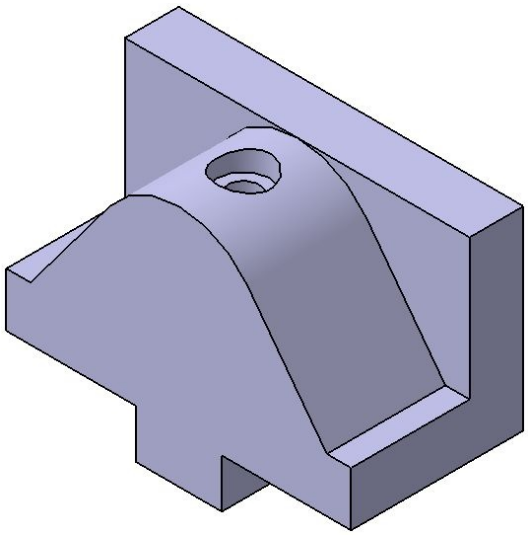

Figure 7-47 *The model after creating the counterbore hole*
9. Choose the **OK** button from the **Hole Definition** dialog box. The model after creating the counterbore hole is shown in Figure 7-47.